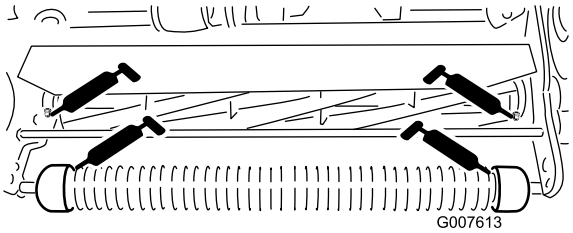

Figur 21
- to på den fremre valsen (Figur 21)
- to på spolelagrene (Figur 21)